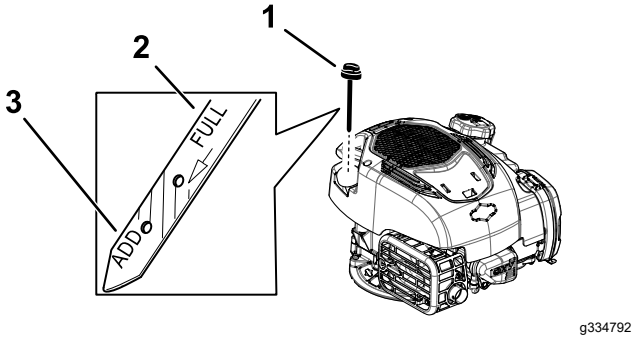

**Figure 10**
6. Read the oil level on the dipstick (Figure 10).